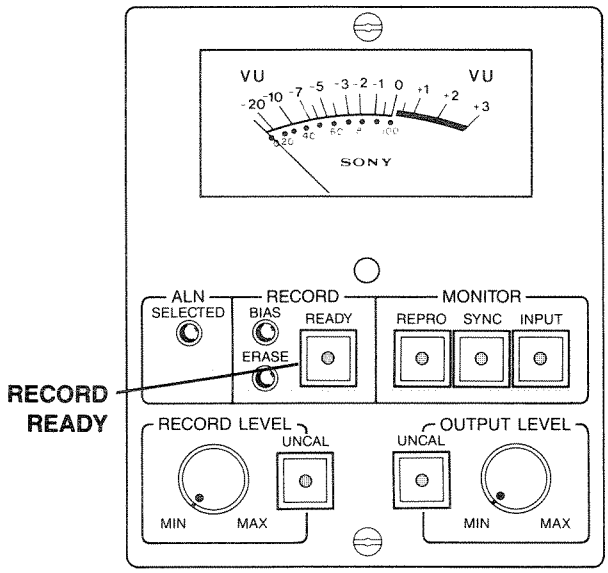

Figure 5-5. Meter Housing — Recording Preparations
STEP 3 Set the desired channels to RECORD READY by pressing the appropriate Record READY buttons. (See Figure 5-5).